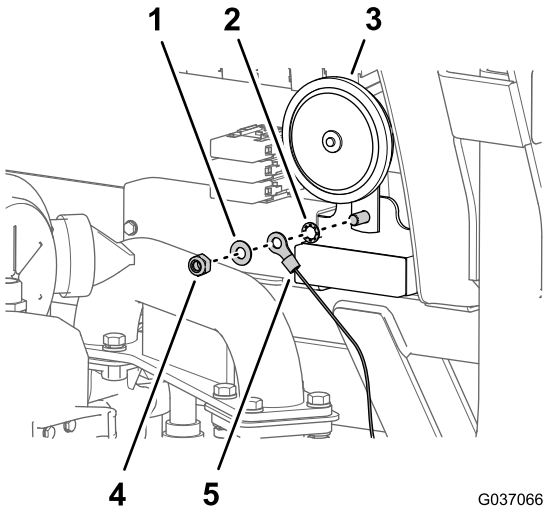

Figur 33
1. På bagsiden af kantpladen skal du fjerne den låsemøtrik og spændeskive, der fastgør hornet til den elektriske plade (Figur 33).
2. Monter låsemøtrikken, spændeskiven og ringklemmen fra relæets ledningsnet og låseskiven på bolten, som vist i Figur 33, og tilspænd møtrikken og bolten med et moment på 23 til 29 N·m.